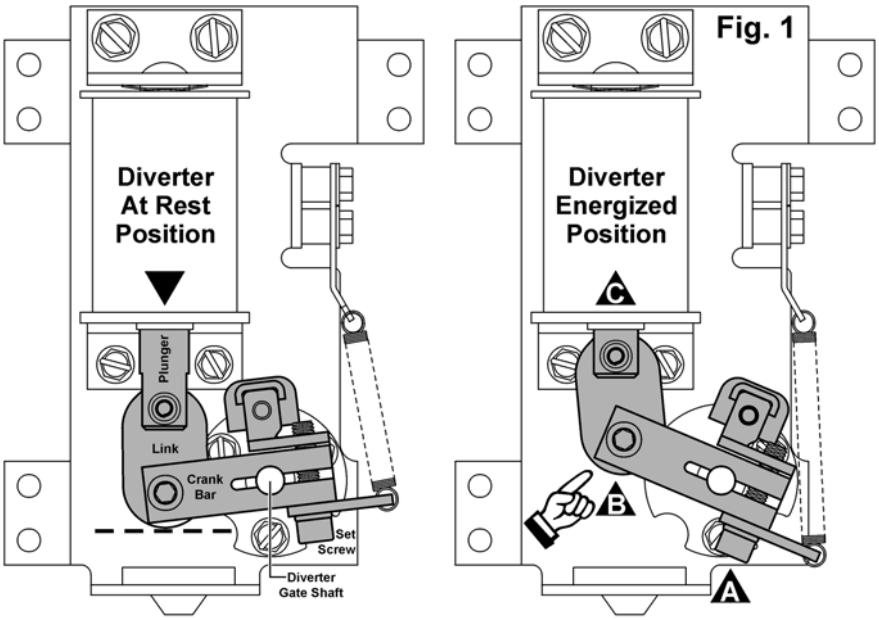
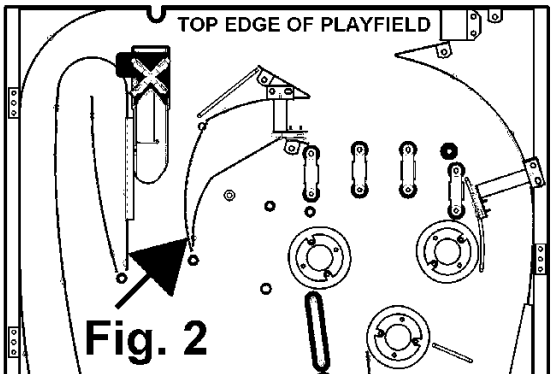

Fig. 1
Fig. 2
Step 1: Under the Playfield, using a 5/32" Allen Wrench, loosen the Set-Screw on the Crank Bar *just enough so that the Diverter Paddle can move with a gentle amount of force.* **Ref. Fig. 1-A**.
Step 2: Above the Playfield, position the Diverter Paddle to the Right Side Flat Rail so they touch *(opening the gate to the Left Orthanc Tower)*. **Ref. Fig. 2**. With your finger, hold the gate in this position until *Step 3* is performed.
Step 3: Under the Playfield, push the Diverter Coil Plunger into the Coil Sleeve. **Reference Fig. 1-B**. With your finger, continue holding in the plunger and release the Diverter Gate (**Fig. 2**) to perform *Step 4*. If the Gate moves, refer to *Step 1* and retighten just enough to hold in position (**Fig. 2**).
Step 4: Tighten the Set-Screw on the Crank Bar. **Reference Fig. 1-A**.